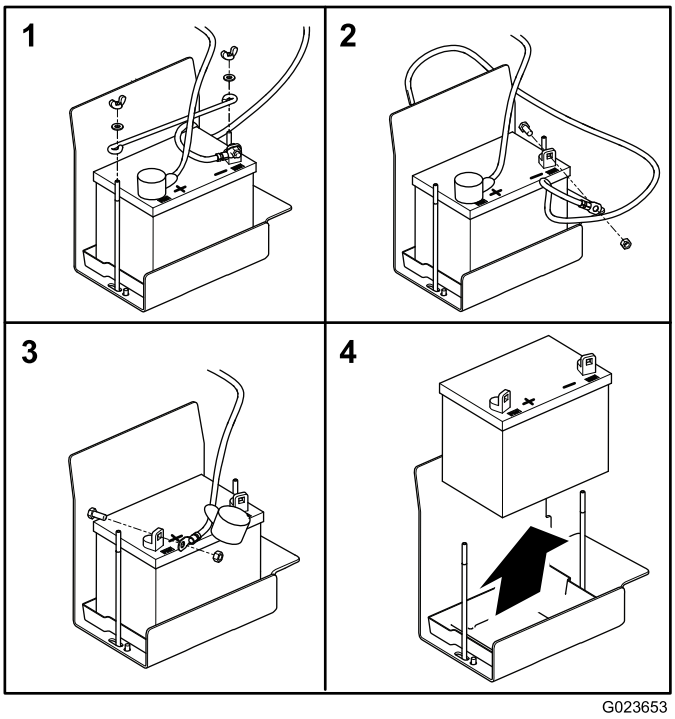

Figur 54
2. Ta bort vingmuttrarna och brickorna som fäster batterilåset (Figur 54).